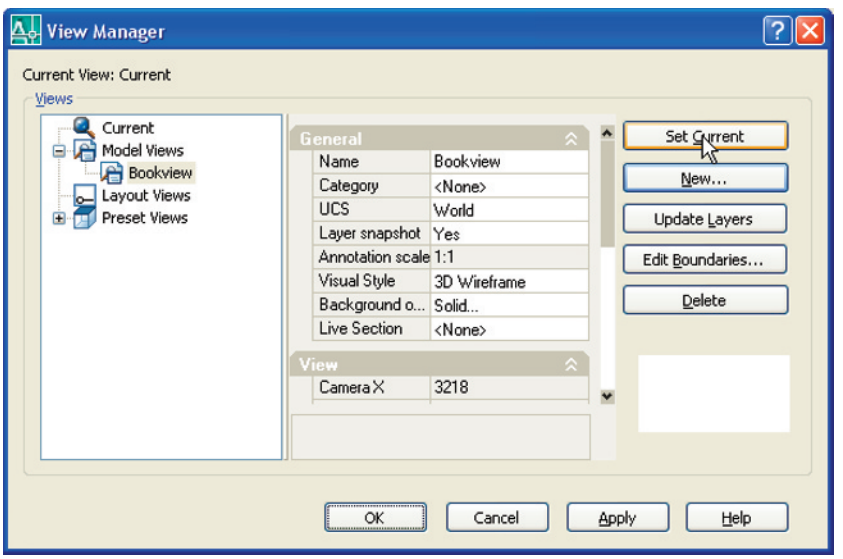

Fig. 16.12 The **View Manager** dialog
5. The **View Manager** dialog reappears, showing **Bookview** highlighted in the **Views** list. *Click* the dialog's **OK** button (Fig. 16.12).